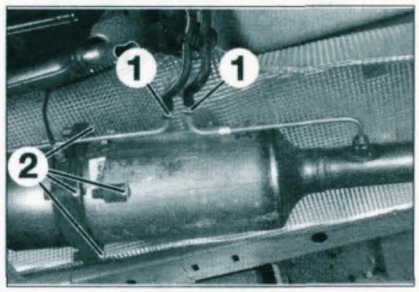

FIGURE 1-16
- Débrancher et obturer les orifices de prise de pression (1) **(figure 1-16)**.
- les 4 écrous (2) de fixation de l'ensemble pré-catalyseur du turbocompresseur **(figure 1-16)**.